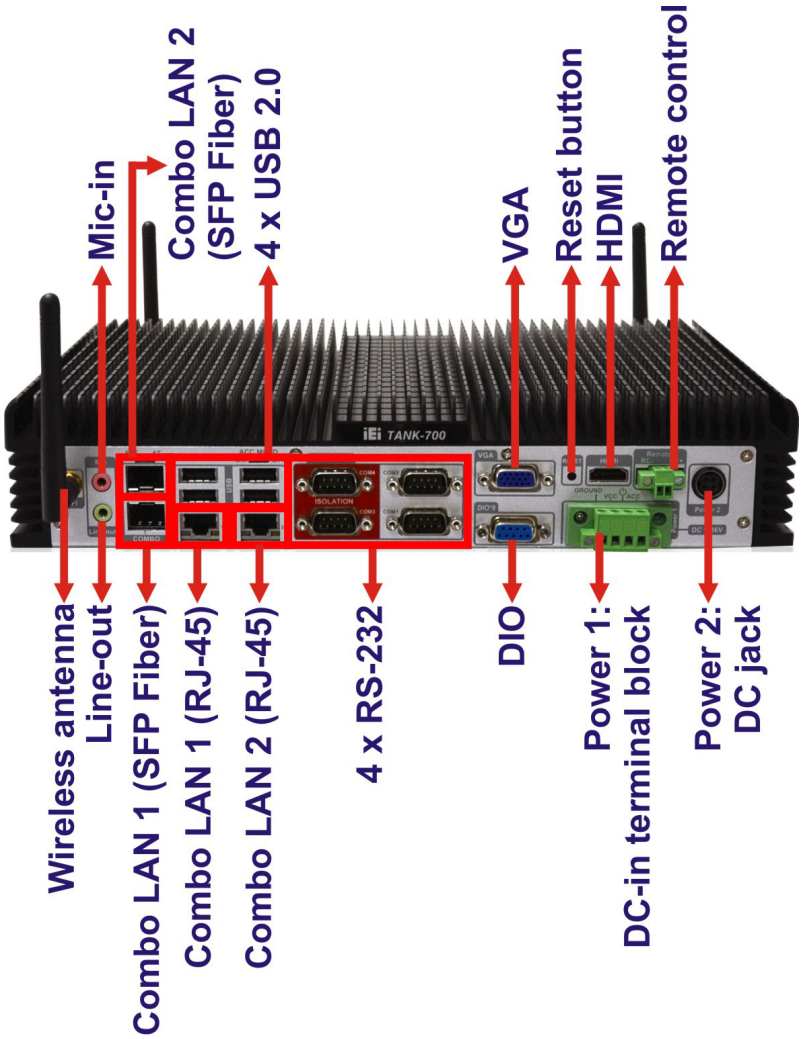

Figure 1-3: TANK-700 Rear Panel
An overview of the rear panel is shown in **Figure 1-3** below.
Step 1: Locate the DC-in terminal block connector. The location of the connector is shown in **Figure 1-3**.